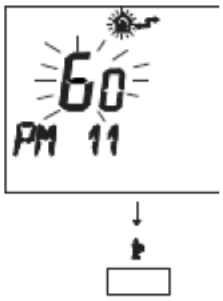

рис. 5.58
• Поменяйте установленное занчение с помощью кнопок или, и подождите, пока цифровое значение начнёт мигать (рис. 5.58) Каждый интервал увеличения или уменьшения равен 1 секунде.